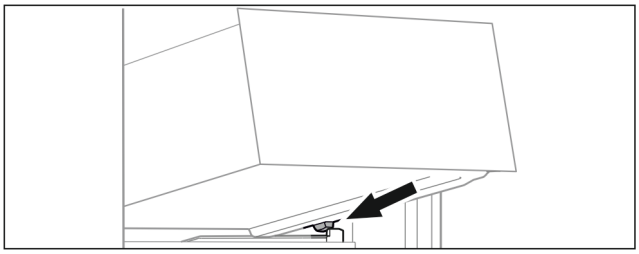

Fig. 137
▶ Place drawer at an angle behind the stoppers on the moulded rib. (see Fig. 137)